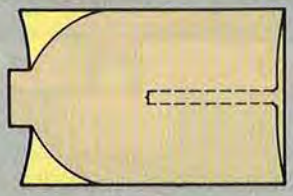

Figure 3
**1** Readjust the tool rest at an angle and close to the base of the turning for tool stability. See Photo D for reference. Hold a ⅜" spindle gouge in your left hand, and use your right hand to stabilize the tool shaft on the tool rest. With the cutting tip of the gouge rolled slightly on its side and angled slightly upward, shape the arc for the base of the turning. See the drawing titled Cuts to Form the Arc for reference on the sequence of cuts. Make continuous final cuts to create a smooth arc as shown in Photo D and Figure 3.